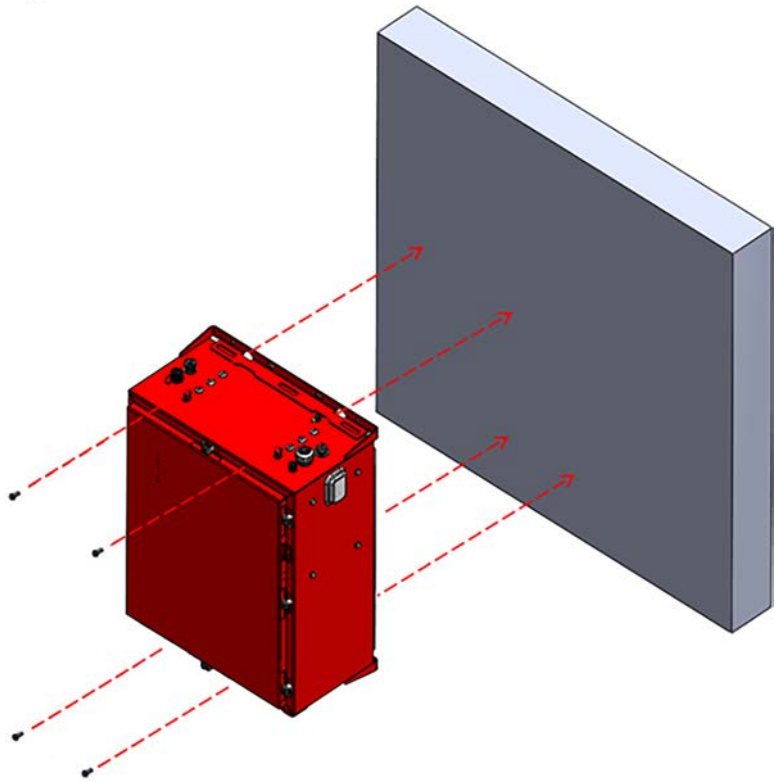

Figure 3.1 Mounting Hole Locations
1. Mark and drill pilot holes into the wall based on the dimensions and locations shown in Figure 3.1 below.